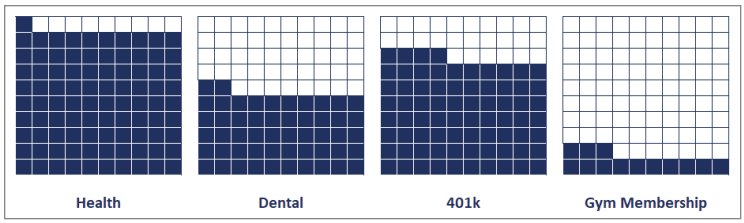

Figure 8.16: Employee benefits waffle charts
17. Repeat the process to label the other three charts. Figure 8.16 shows the final four waffle charts.